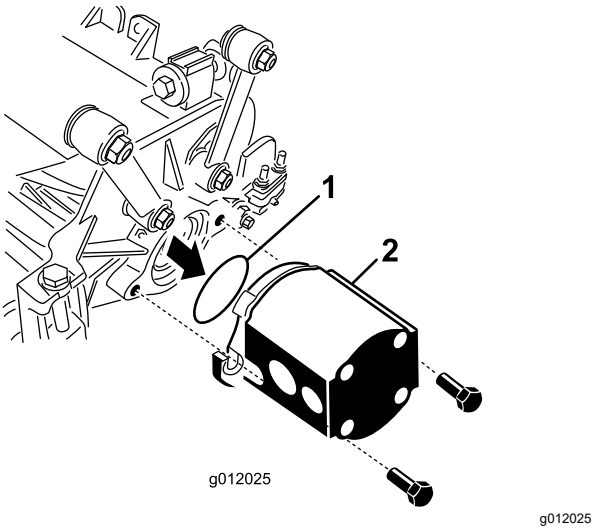

**Figur 24**
5. Sett på O-ringen (som følger med klippeenheten) på drivmotorens flens (Figur 24).
6. Monter motoren til drivenden av klippeenheten, og fest den med to hodeskruer som følger med klippeenheten (Figur 24).